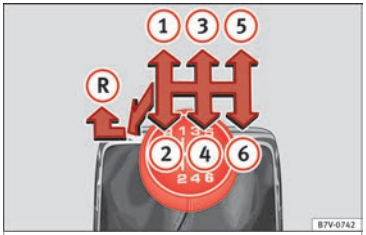

Fig. 47 Gear shift pattern of a 6-speed manual gearbox
The position of the gears is indicated on the gearbox lever ››› **Fig. 47**.
- With the gearbox lever in neutral, push it downwards, move it to the left as far as it will go and then forwards to select reverse ››› **Fig. 47** Ⓡ.